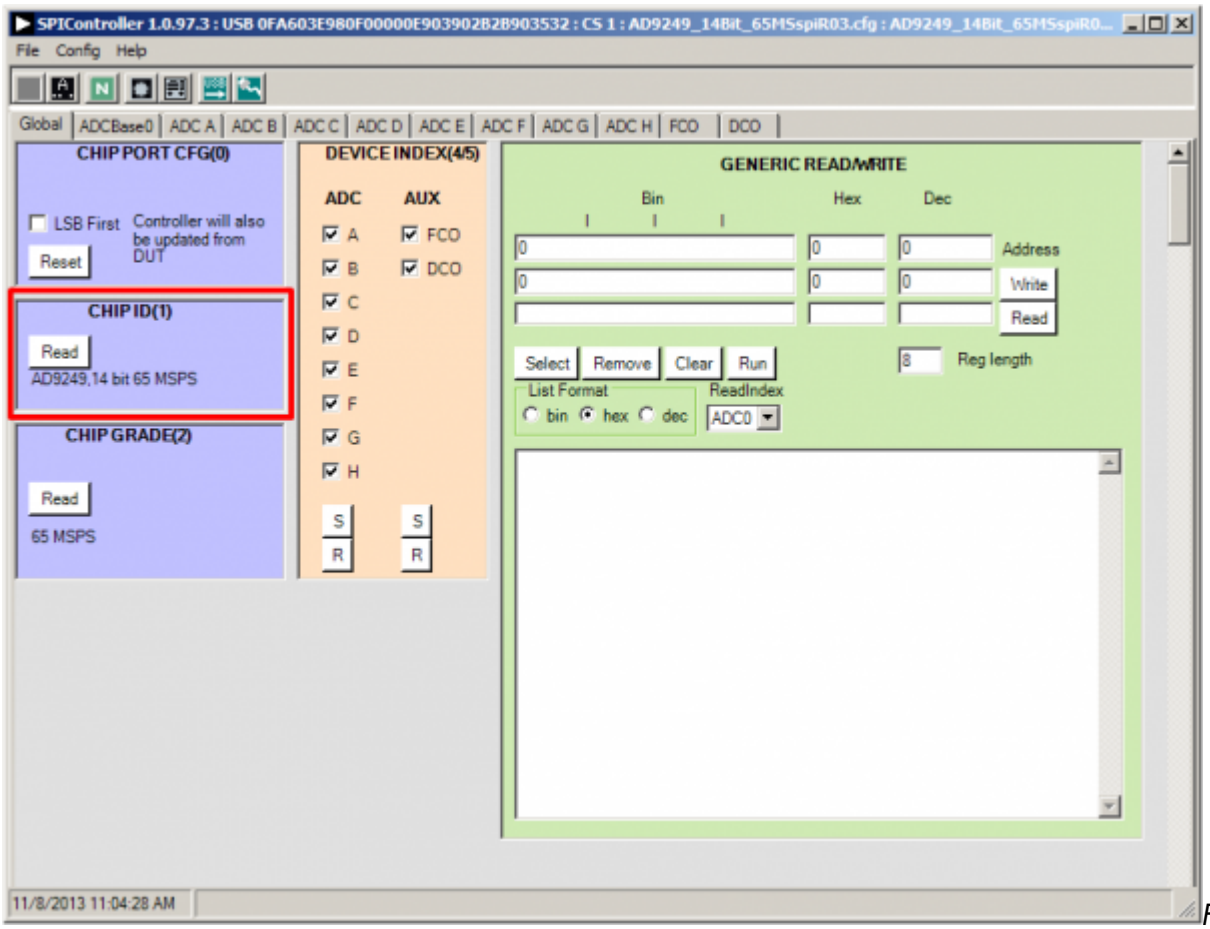

Figure 7. SPI Controller, CHIP ID(1) Box
1. Open the SPI controller software by going to the **Start** menu or by double-clicking the **SPIController** software desktop icon. If prompted for a configuration file, select .cfg file whose name begins with AD9249. If not prompted, check the title bar of the window to determine which configuration is loaded. If necessary, choose **Cfg Open** from the **File** menu and select the appropriate file based on your part type. Note that the **CHIP ID(1)** box should be filled to indicate whether the correct SPI controller configuration file is loaded (see Figure 7).